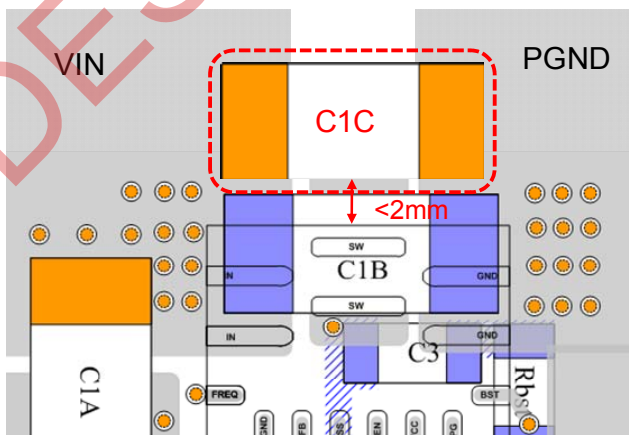

Figure 17—VIN Decouple Capacitor
5. If VIN/PGND vias is not allowed beneath the IC, a 22uF input cap with 1206/1210 package (C1C) is required on the Top layer as Figure17, connecting to VIN and PGND copper directly, within 2mm of the IC edge.